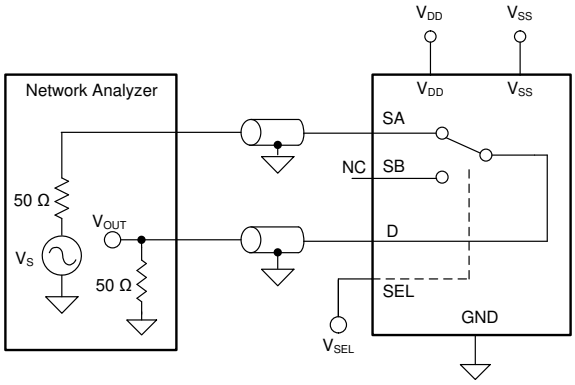

图 6-10. 带宽测量设置
带宽定义为当输入施加到导通通道的源极引脚 (Sx)，并且输出在 TMUX6136 的漏极引脚 (D) 处测量时，衰减小于 3dB 的频率范围。图 6-10 展示了用于测量多路复用器带宽的设置。使用方程式 4 计算衰减。